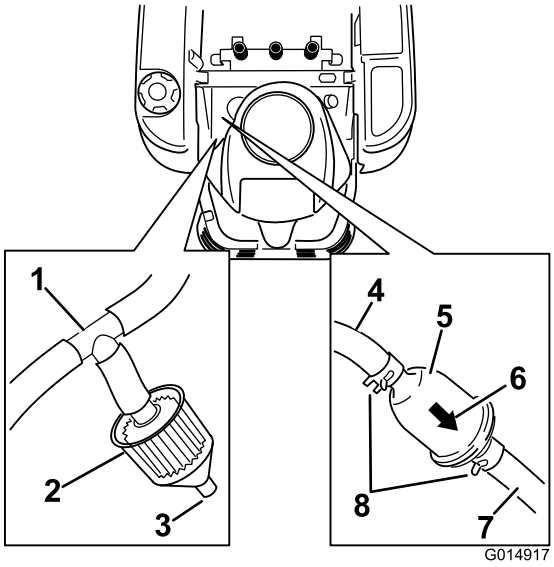

Figure 43
3. Raise the seat and locate the fuel filters as shown in Figure 43.
4. Squeeze the ends of the hose clamps together and slide them away from the filter (Figure 43).
6. Install a new filter with the flow direction arrow coming from the fuel tank and pointing to the engine. Move the hose clamps close to the filter (Figure 43) to secure it in place.
Some machines are equipped with an emissions filter (Figure 43) connected to a tee fitting on the vent line coming from the gas tank. The filter has an open port by design. The filter should be inspected regularly. Replace the filter if the filter is dirty or clogged.